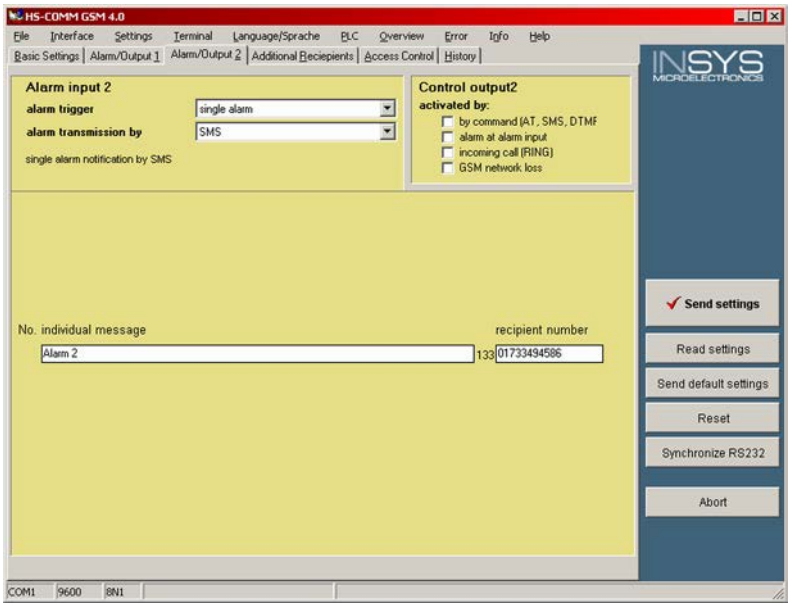

Fig. 201: GSM modem - alarm/output 2
3. Set up the modem as shown in (Fig. 201) on the *"Alarm/ Output 2"* tab.